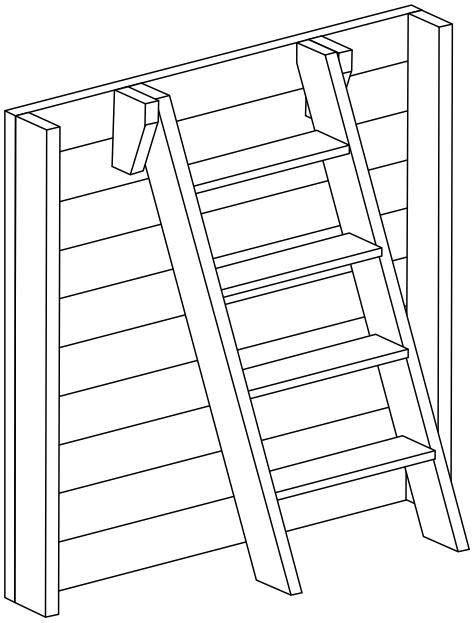

Fig. 9/ Abb. 9 / Afb. 9
• Cut the supports of the ladder checking the dimensions as shown in figure 8 at the bottom part of the stepladder support and saw off the part you do not need. • Assemble the stepladder and position it as shown in figure 9.
• Recoupez les limons de l'échelle en reportant la dimension a figure 8 au bas du limon de l'échelle et sciez la partie a extraire. • Assemblez l'échelle et placez-la conformément à la figure 9.
• Beschneiden Sie die Treppenwangen unter Beachtung der Maße Abb. 8 im unteren Teil de Treppenwange und sägen Sie den Teil, den Sie entfernen möchten, ab. • Bauen Sie die Treppe zusammen und platzieren Sie sie wie in Abb. 9.
• Monteer de trap en plaats hem zoals aangegeven op afbeelding 9.